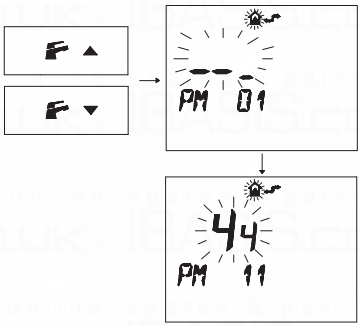

Fig. 7.34
- Press buttons ▼ or ▲ to display the **"PM11"** program of the pump post-circulation (Fig. 7.34).